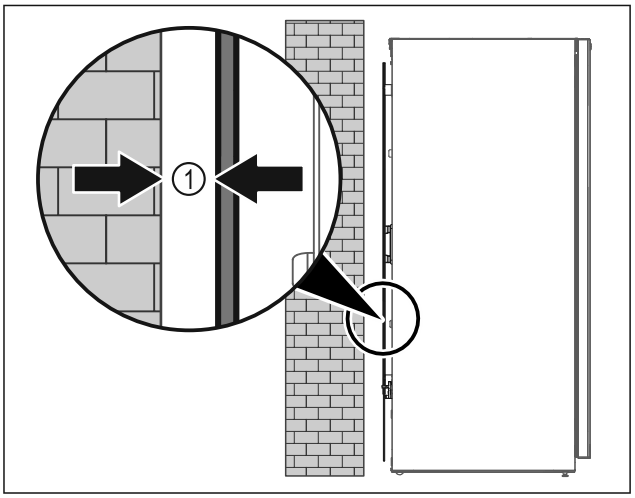

Fig. 7
- ▶ Placer l'appareil soit librement dans la pièce, soit directement contre un mur en respectant une distance minimale de 5 mm *Fig. 7 (1)*.